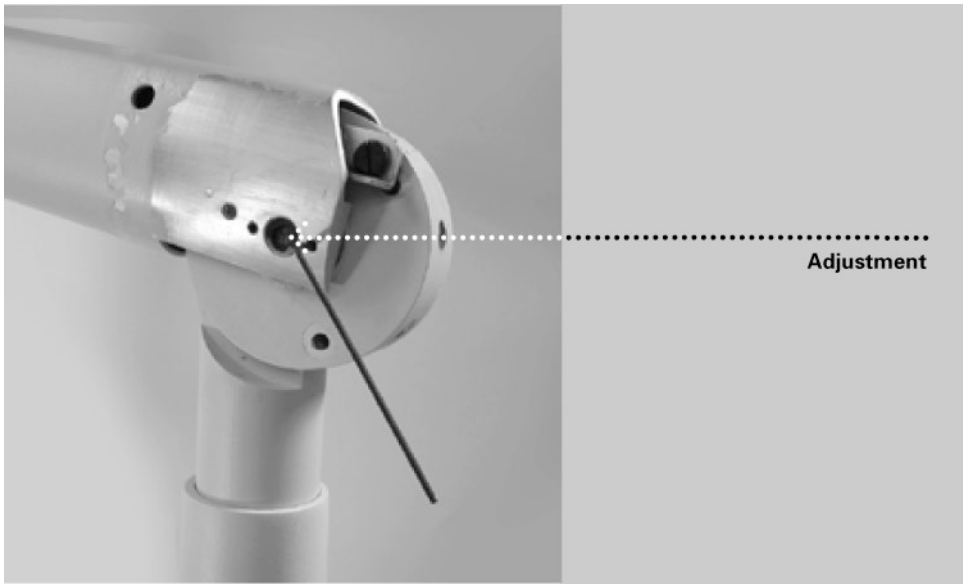

Figure 104 Friction Adjustments
2. Using a 2 mm Allen wrench, as shown in *Figure 104*, tighten both screws evenly at each adjustment point until the movement of the Articulating Arm is as desired. Do not loosen adjustment points so far as to allow the Articulating Arm to drift.